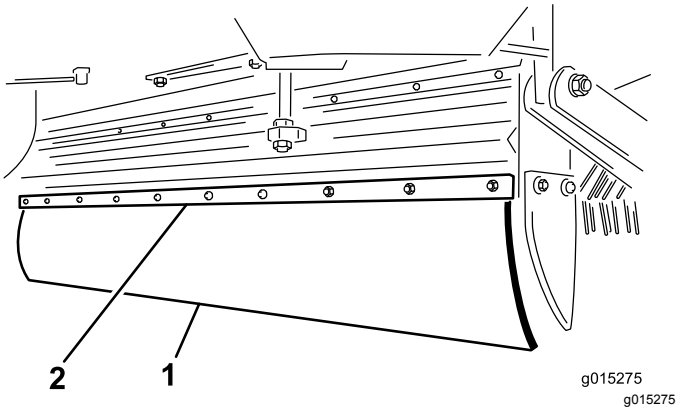

Figur 25
2. Fjern de ti boltene, skivene og mutterne på klaffestet og klaffholderen (Figur 25).